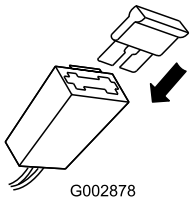

Figuur 9
2. Plaats de zekering in de zekeringhouder zoals wordt getoond (Figuur 9).